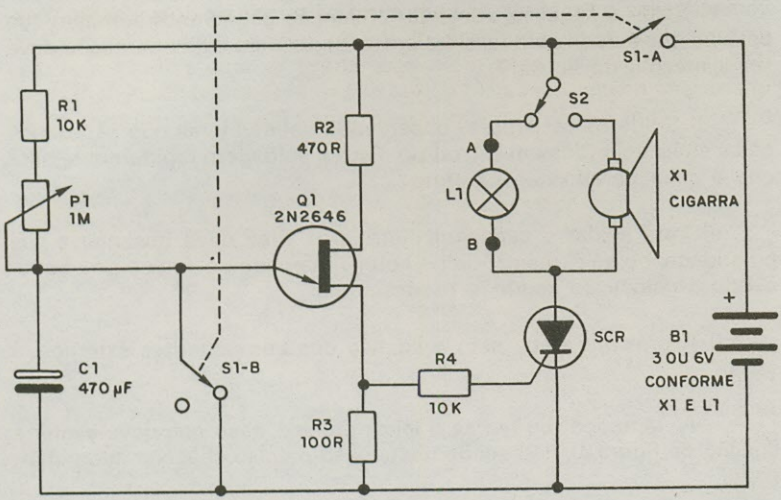
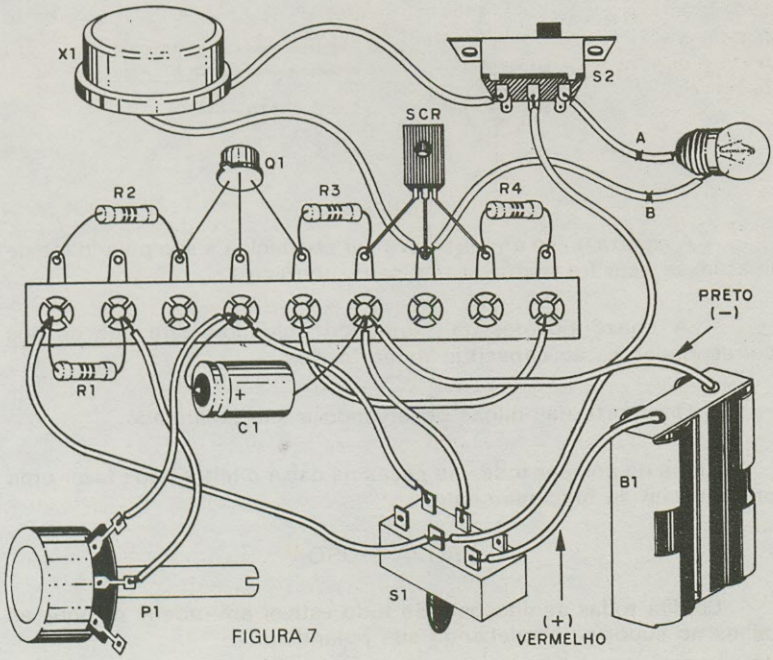

FIGURA 6
FIGURA 7
Siga o diagrama da figura 6 para a realização da montagem e a disposição real dos componentes mostrada na figura 7.
b) Solde em primeiro lugar o SCR na ponte de terminais observando sua posição segundo a figura 7. Veja que o lado metálico fica para baixo.
c) Solde a seguir o transistor unijunção observando também sua posição que é dada pelo ressalto em seu invólucro cuja orientação deve ser a mesma da figura 7.